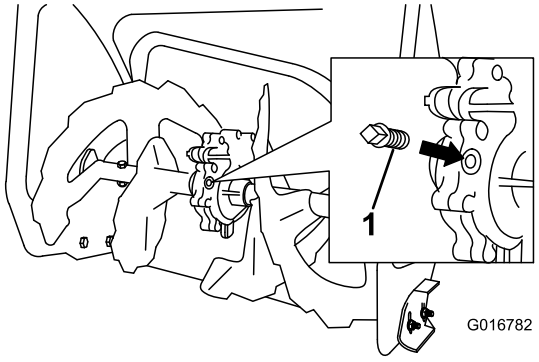

Rysunek 45
2. Wyczyść obszar wokół zatyczki (Rysunek 45).